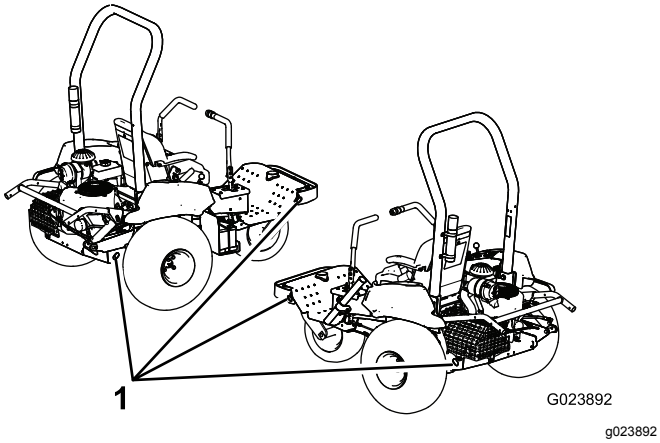

Рисунок 30
5. Используйте точки крепления на машине (Рисунок 30) для надежного крепления машины к транспортирующему автомобилю с помощью соответствующих стропов, цепей, троса или канатов.